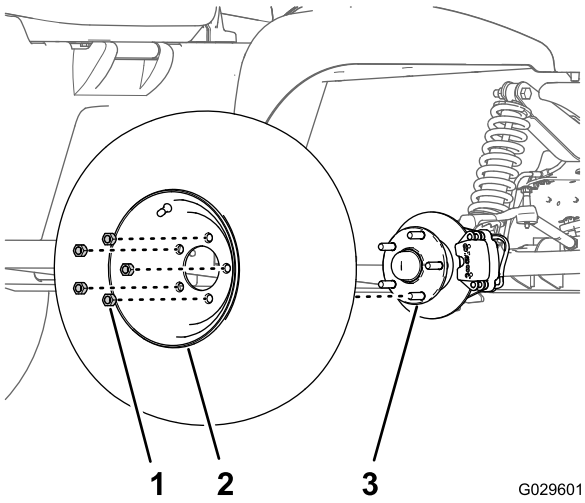

Figur 28
2. Ta bort de fem hjulmuttrarna som håller fast hjulet vid navet (Figur 28).
4. Rikta in hålen i hjulet med tapparna i navet, och montera hjulet på navet med ventilskaftet utåt (Figur 28).
5. Säkra hjulet på navet med hjälp av hjulmuttrarna (Figur 28) och dra åt muttrarna till 108–122 Nm.